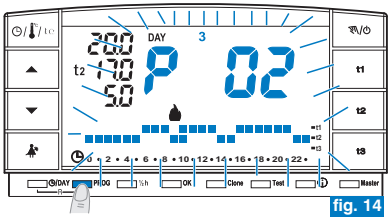
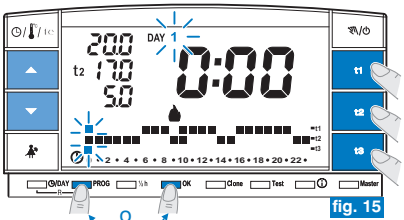

fig. 14
fig. 15
- Para modificar las **configuraciones** del programa **P01, P02** o **P03** grabado anteriormente, pulsar la tecla **PROG** para entrar en visualización de los programas, pulsar las teclas ▲▼ (o bien PROG por impulsos) hasta que sobre la pantalla aparezca el número del programa que se desea modificar (**P 01** o **P 02** o **P 03**) fig.14, presionar **la tecla OK** (o la tecla PROG) **por 4 segundos** para entrar a la modificación (ejemplo fig. 15); si el día a modificar no es el Lunes, presionar una o varias veces **OK** asta seleccionar el día deseado.
- Modificar el perfil diario utilizando las teclas **t1**, **t2** o **t3** (ejemplo fig. 15).